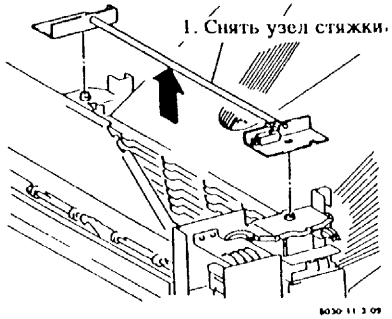

Рис. 5. Снятие узла стяжки
10. (Рис. 5): Снять узел стяжки.